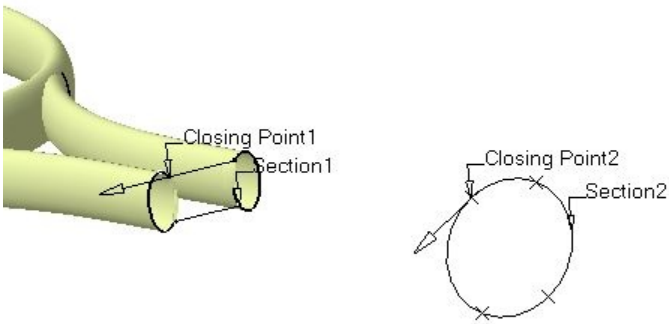

Figure 10-81 *Specifying the closing points and their directions*
12. Replace the closing points and set their directions, refer to Figure 10-81.